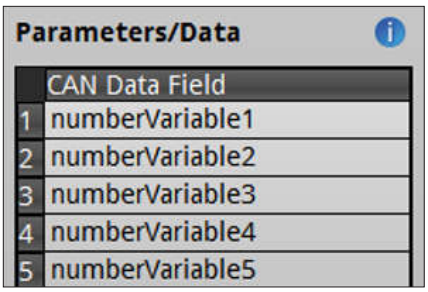

Figure 30. Parameters/Data
5. Add a Text Box and a Set Rule Action "logicActions" to display the value on the screen (see Figure 30).